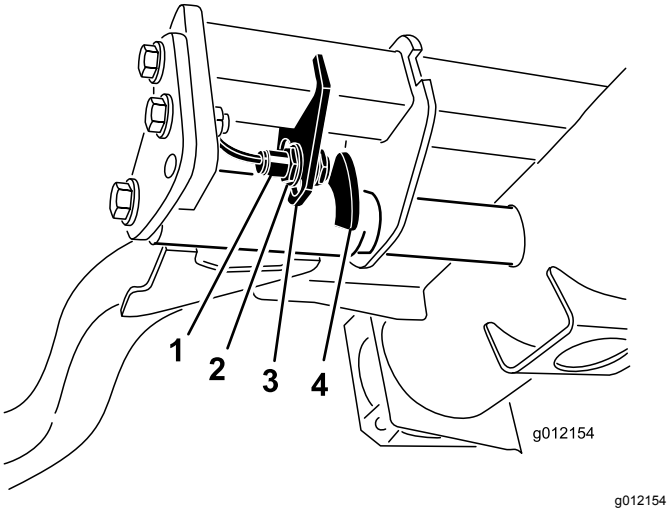

Figur 38
2. Løftearmsbryteren finnes under den hydrauliske tanken bak den fremre, høyre løftearmen (Figur 38).
3. Løsne bryterens festeskruer og flytt bryteren ned for å heve løftearmens vendehøyde, eller flytt bryteren opp for å senke løftearmens vendehøyde (Figur 38).